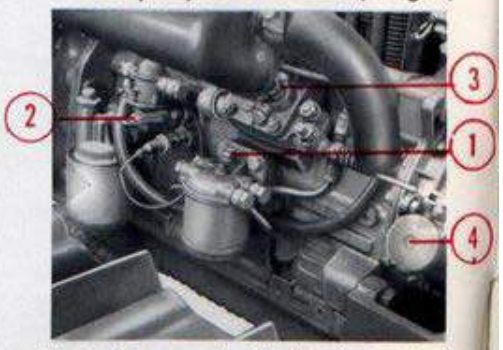

Fig. 3 - Spurgo aria dal circuito combustibile
3) Tirare il bottone supplemento gasolio (5 Fig. 3).
1) Allentare la vite di spurgo dell'aria del filtro (1 Fig. 3).
2) Azionare la pompa di alimentazione mediante l'apposita levetta (2 Fig. 3) sino a che il gasolio esce dalla vite di spurgo del filtro privo di bolle d'aria.
3) Chiudere la vite di spurgo del filtro (1 Fig. 3) ed allentare quella della pompa di iniezione (3 Fig. 3).